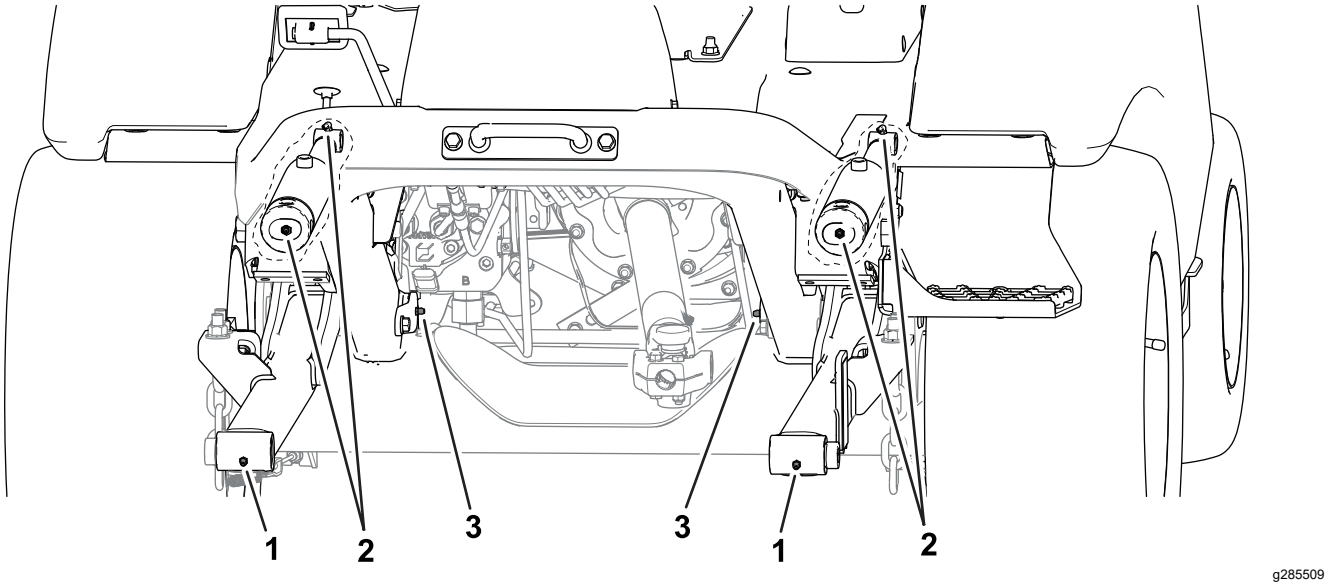

Figure 50
- **Avant de la machine** (Figure 50) :
- Moyeux de pivot d'accessoire (2)
- Bagues de vérin de levage (2)
- Axes de pivot de bras de levage (2)